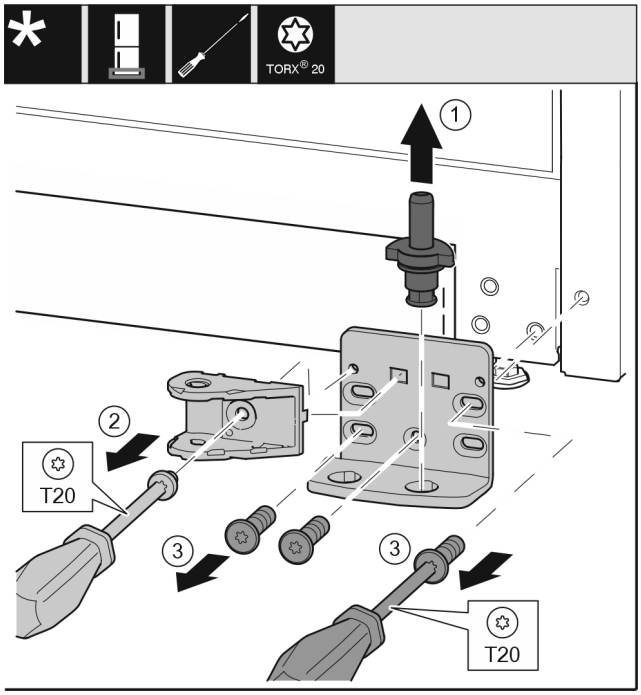

Fig. 22
▶ Ložiskový čep *Fig. 22 (1)* celý vytáhněte nahoru.
▶ Šroubovákem vyšroubujte šrouby *Fig. 22 (2)* a sejměte spojení tlumiče zavírání.
▶ Šroubovákem vyšroubujte šrouby *Fig. 22 (3)* a sejměte stojan ložiska.